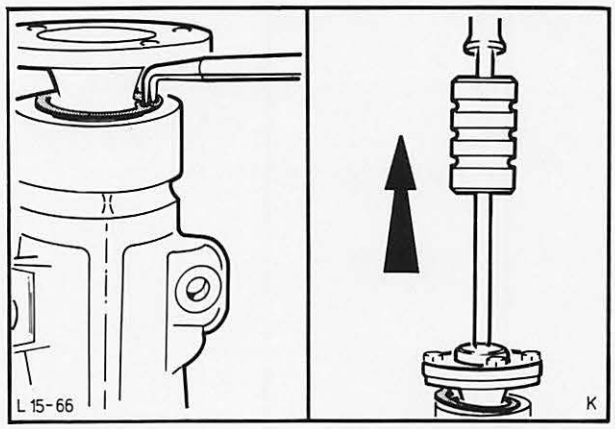

Abb. 95 Sicherungsring herausheben und Welle mit Spezial-Werkzeug 15-011 aus dem Gehäuse schlagen
55. Sicherungsring der Welle – Hinterachsverlängerung herausheben. Welle mit einem Kupferhammer aus dem Gehäuse klopfen oder – bei zu festem Sitz – mit Spezialwerkzeug 15-011 und Zusatzstücken 15-011-01/02 herausschlagen, Abb. 95.